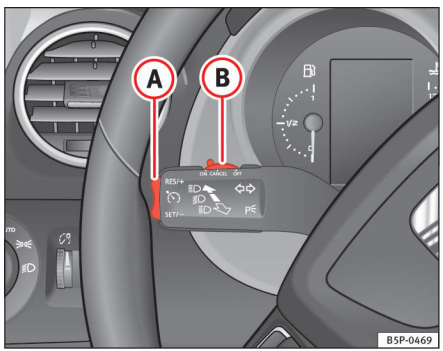

Fig. 131 Blink- og fjernlysarm: kontakt og vippeknap til fartpilot
– Tryk på den øverste del af vippeknappen **RES/+** ⇒ fig. 131 (A) for at øge hastigheden. Når du holder vippeknappen inde, accelererer bilen. Når du slipper vippeknappen, bliver den nye hastighed gemt.
Hvis du reducerer hastigheden ved at træde på bremsepedalen, bliver fartpiloten deaktiveret. Ved at trykke en enkelt gang på den øverste del af vippeknappen **RES/+** ⇒ fig. 131 (A) kan du aktivere fartpiloten igen.